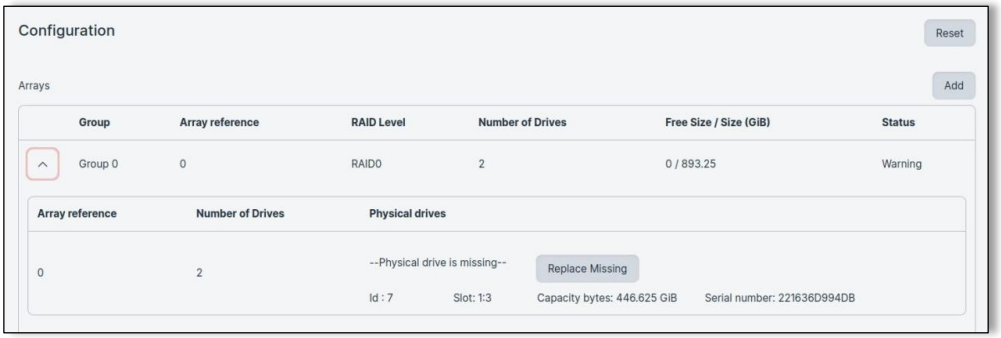

Рисунок 49. Замена отсутствующего физического накопителя в дисковом массиве
1. Нажмите кнопку «Replace Missing» в дисковом массиве (Рисунок 49) и дождитесь появления окна выбора накопителей для замены.